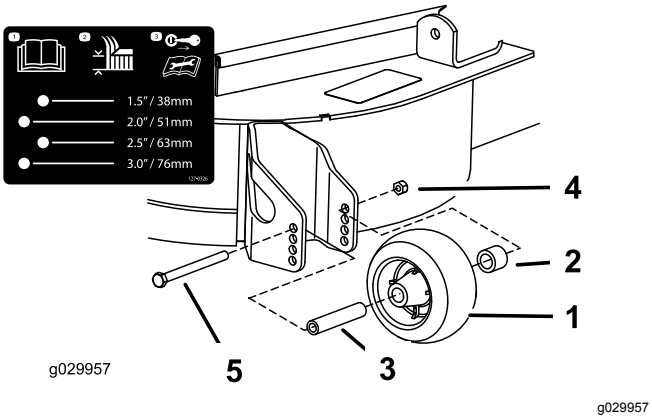

**Figuur 34**
3. Stel de antiscalpeerrollen af zoals wordt getoond in Figuur 32, Figuur 33 en Figuur 34.